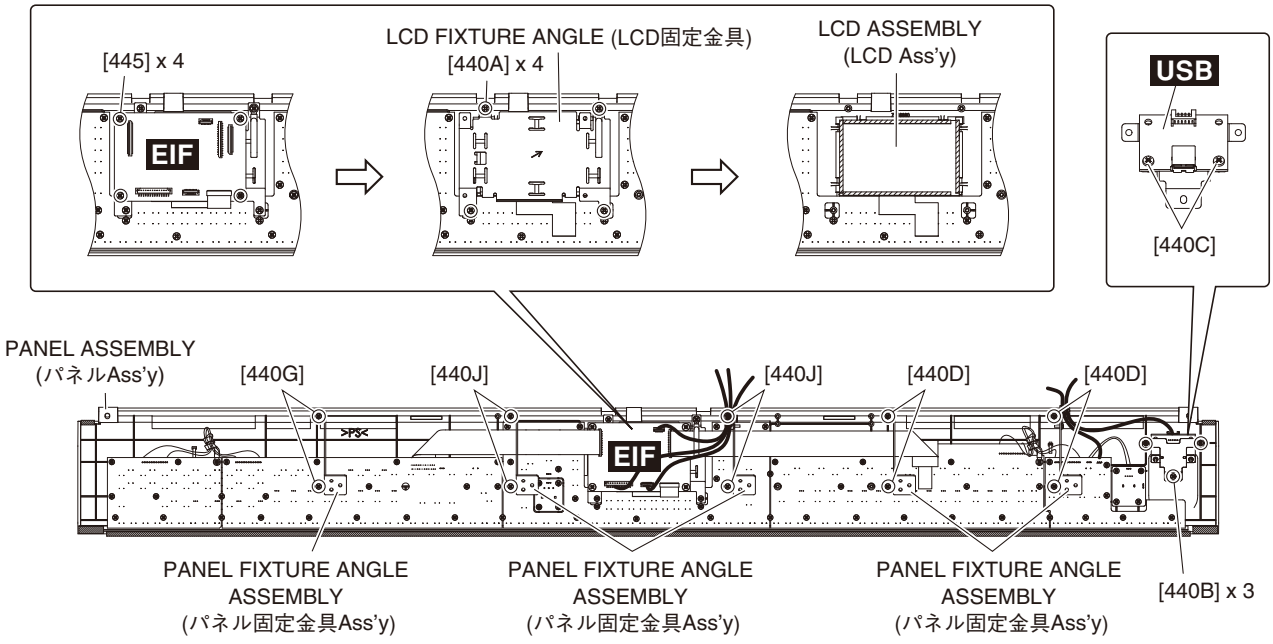

Fig. 10（図 10）
9-4. Remove the four (4) screws marked [445]. The EIF circuit board can then be removed. (Fig. 10)
9-4. [445] のネジ 4 本を外し、EIF シートを外します。(図 10)
10-5. Remove the four (4) screws marked [440A]. The LCD assembly and LCD fixture angle can then be removed. (Fig. 10)
10-5. [440A] のネジ 4 本を外し、LCD 固定金具と LCD Ass'y を外します。(図 10)
11-4. Remove the three (3) screws marked [440B] and the two (2) screws marked [440C]. The USB circuit board can then be removed. (Fig. 10)
11-4. [440B] のネジ 3 本、[440C] のネジ 2 本を外し、USB シートを外します。(図 10)
12-4. Remove the four (4) screws marked [440D]. The two (2) panel fixture angle assemblies can then be removed. (Fig. 10)
13-4. Remove the two (2) screws marked [440G]. The panel fixture angle assembly can then be removed. (Fig. 10)
14-5. Remove the four (4) screws marked [440J]. The two (2) panel fixture angle assemblies can then be removed. (Fig. 10)
12-4. [440D] のネジ 4 本を外し、パネル固定金具 Ass' y 2 個を外します。（図 10）
13-4. [440G] のネジ 2 本を外し、パネル固定金具 Ass' y 1 個を外します。（図 10）
14-5. [440J] のネジ 4 本を外し、パネル固定金具 Ass' y 2 個を外します。（図 10）